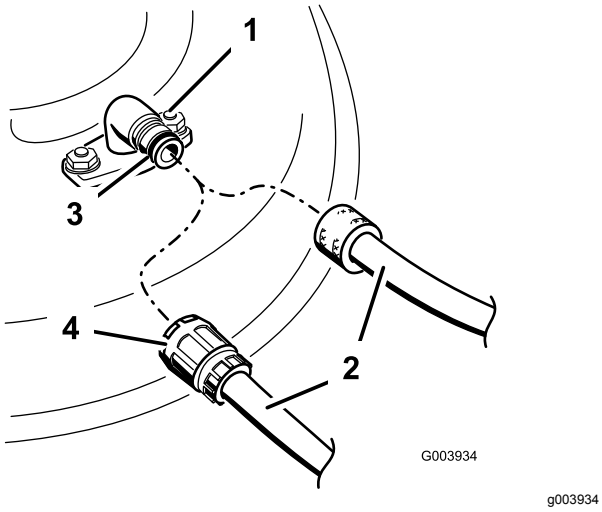

Figur 30
4. Anslut en slang till tvättkopplingen och vrid på vattnet ordentligt (Figur 30).